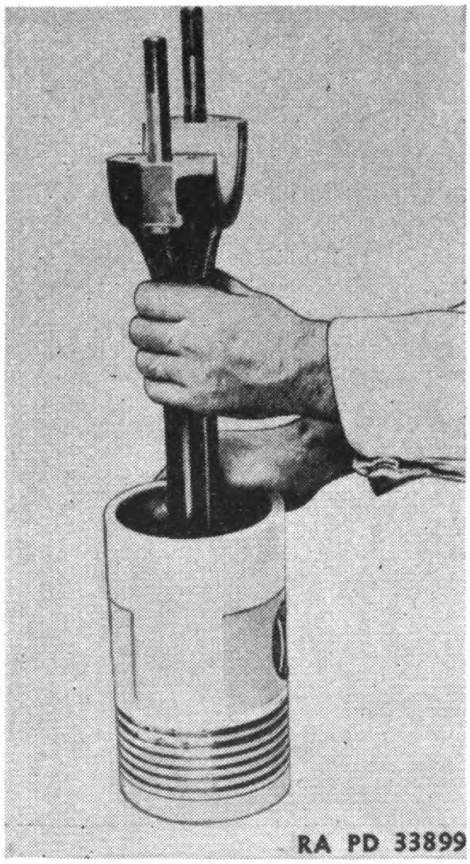

FIGURE 37.—Testing pin and bushing clearance.
(1) After the oil has been removed from the pin and bushing, it is possible to feel the clearance between them (fig. 37). This normal oil clearance must not be mistaken for wear.
(2) A new bushing should be installed only when the clearance between the bushing and a new piston pin exceeds .005 inch.